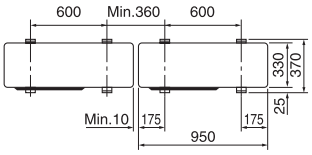

Fig. 3-1
- Die Anlage immer auf fester, ebener Ober□ache aufstellen, um Rattergeräusche beim Betrieb zu vermeiden. (Fig. 3-1)